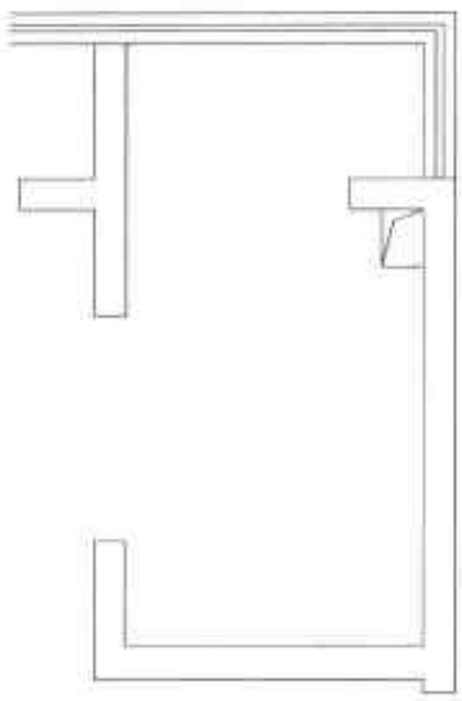

图19-12 绘制烟道轮廓线
Step 07 执行“直线”命令，绘制烟道轮廓，如图 19-12 所示。